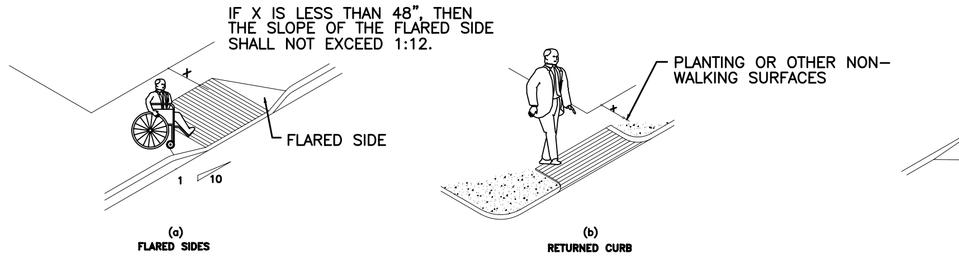

FIG. 12
4.7.5 SIDES OF CURB RAMPS. IF A CURB RAMP IS LOCATED WHERE PEDESTRIANS MUST WALK ACROSS THE RAMP, OR WHERE IT IS NOT PROTECTED BY HANDRAILS OR GUARDRAILS, THEN IT SHALL HAVE FLARED SIDES. THE MAXIMUM SLOPE OF THE FLARE SHALL BE 1:10 (SEE FIG. 12(a)). CURB RAMPS WITH RETURNED CURBS MAY BE USED WHERE PEDESTRIANS WOULD NOT NORMALLY WALK ACROSS THE RAMP (SEE FIG. 12(b)).